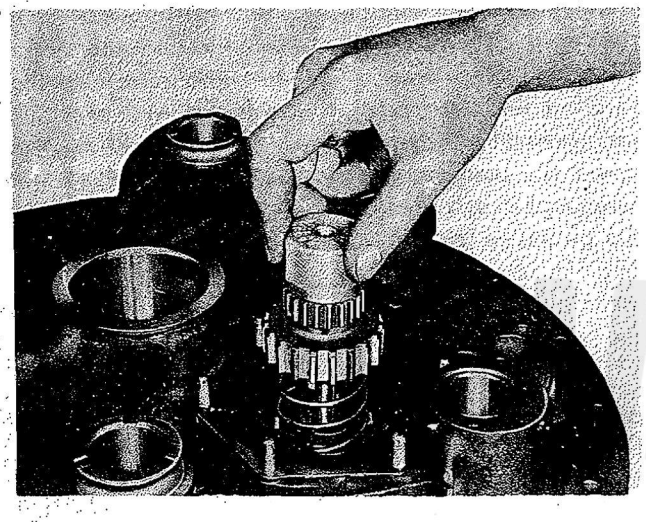

Figure 190—Attaching Nut to Assembly Tool
d. Place the low-speed clutch release spring over the installing tool and into the annulus in the hub of the piston. Place the conical bronze spacer on the spring, with the small diameter of the spacer extending inside the spring. Install the thrust washer on the spacer with the lugs down. Install the sun gear on the thrust washer, large end down. Push the sun gear down, compressing the spring, and at the same time mesh the six lugs on the thrust washer with the slots in the piston lock. Hold the parts in this position and screw the knurled nut (Tool No. 84692-3) on the assembly bolt. Refer to Figure 190.